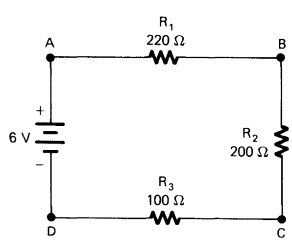

FIGURE 3-2A Series circuit.
1. Construct the series circuit illustrated in Fig. 3-2A.
11. Because the circuit in Fig. 3-2A is a series circuit, the current is the same through each resistor. You should have seen this in step 9. Because you know the current through each resistor and the value of each resistor, use Ohm's law to compute the voltage drop across each resistor.